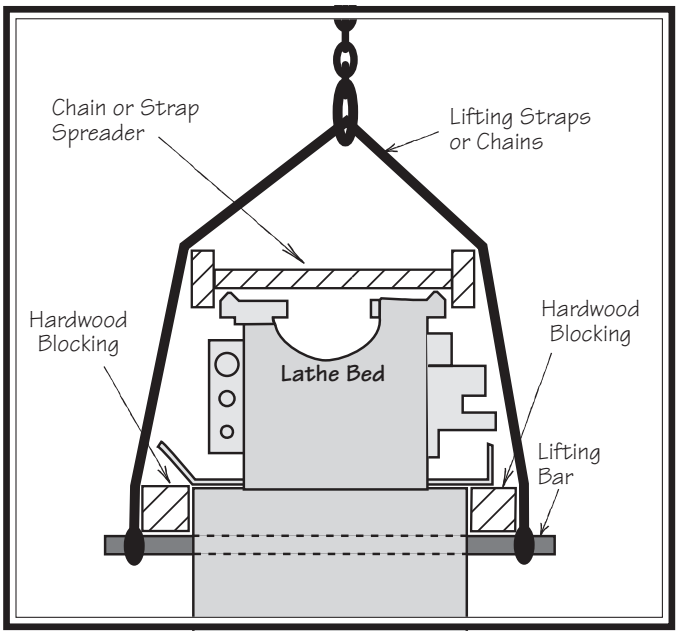

Figure 14. Typical lathe lifting setup.
9. Fasten lifting equipment and position blocking in a similar manner as shown in **Figure 14** to keep lifting straps away from leadscrew, feed rod, and spindle rod to prevent bending them during lifting.